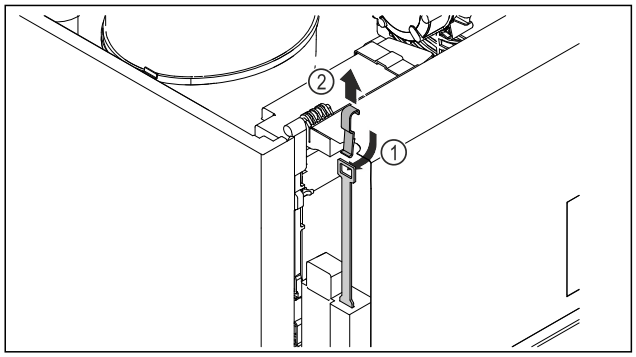

Fig. 211
▶ Împingeți în interior cheia de deblocare de urgență *Fig. 211 (1)* de sus, fixați-o la încuietoare și trageți în sus *Fig. 211 (2)*.